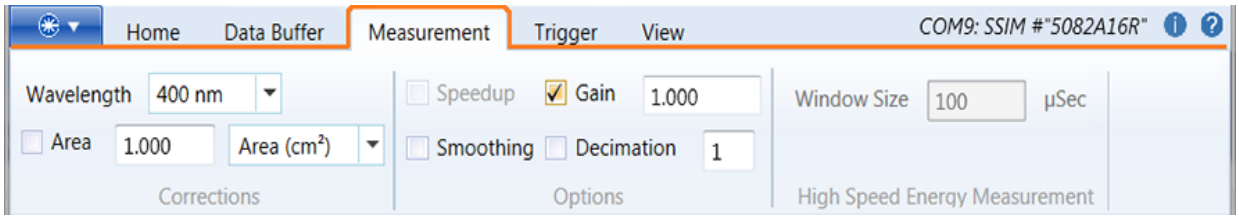

Figure 8-5. Measurement Tab
5. [**Measurement tab**] For a basic power measurement, select or change settings in the Measurement Tab, as shown in the example in Figure 8-5: